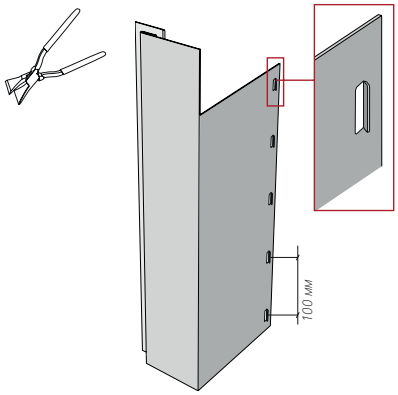
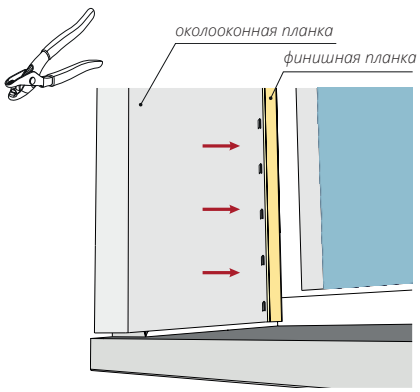

Рисунок 67
Рисунок 68
13.16 После того как околооконные планки подрезаны и подогнаны под размер оконного проема, используя просекатель насечек (рис. 67), сделайте насечки с интервалом 100 мм друг от друга. Вставьте околооконные планки в финишную планку (рис. 68). Произведите финальный монтаж с соблюдением общих правил монтажа.